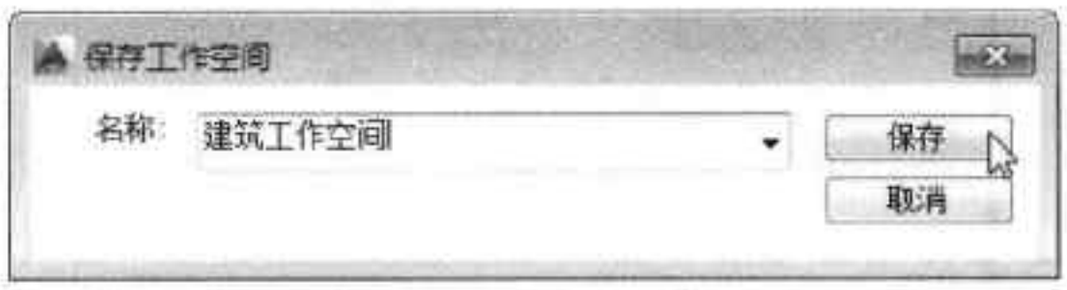

图1-57 “保存工作空间”对话框
Step 02 打开“保存工作空间”对话框中，输入所要保存的空间名称，然后单击“保存”按钮，即可保存当前工作空间，如图 1-57 所示。